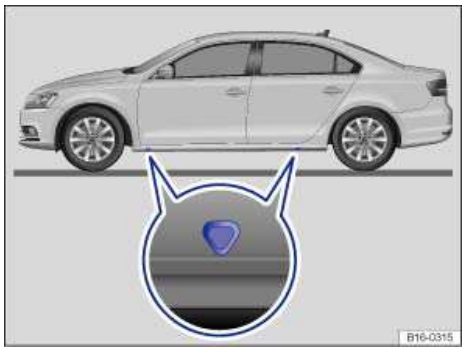

Fig. 175 Lift points for the jack.
The jack must be positioned at one of the 4 lift points marked on the vehicle body (2 on each side as shown in ⇒ fig. 175). You must use the lift point closest to the wheel being changed ⇒ ⚠.
6. Find the jack lift point ⇒ fig. 175 on the vehicle frame that is closest to the wheel to be changed.